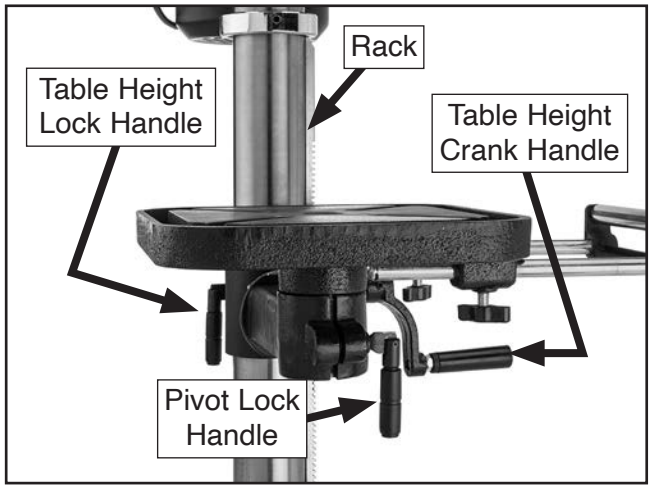

**Figure 30.** Table adjustment controls.
1. Loosen pivot lock handle shown in **Figure 30**.
1. Loosen table height lock handle shown in **Figure 30**.
2. Adjust table height by rotating table height crank handle (see **Figure 30**), then re-tighten table height lock handle.
1. Loosen table height lock handle (see **Figure 30**).
2. Pivot table to desired location, making sure guide rack moves around column with table, as shown in **Figure 30**.